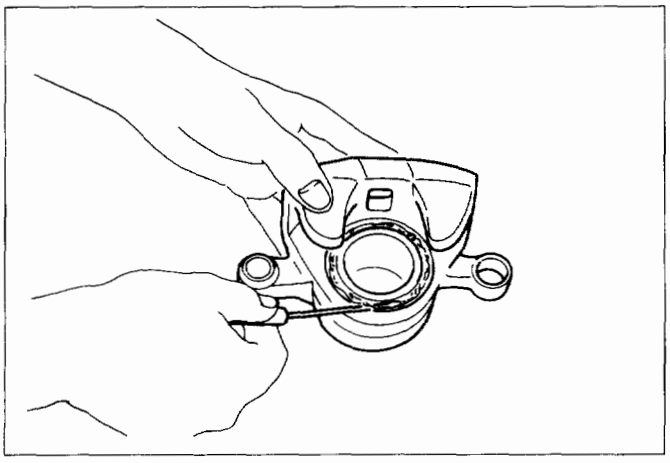

Fig. 5A2-22
- Insert a block of wood into the caliper and force out the piston by blowing compressed air into the caliper at the flexible hose attachment. This procedure must be done prior to removal of dust boot (Fig. 5A2-23).